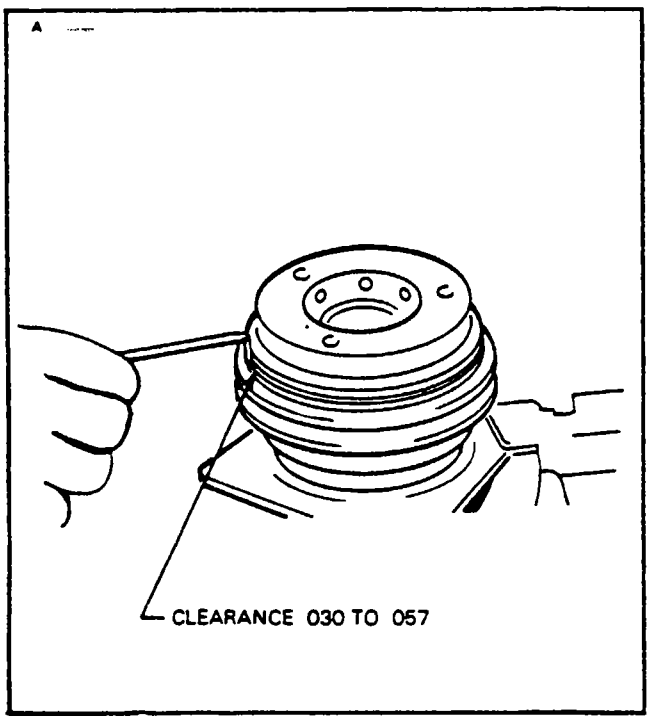

Figure 13-38. Checking Air Gap
k. Install the locknut, using a thin wall socket. Tighten to 15 foot-pounds torque. The air gap between the friction faces should now be between .030 to .057 inch clearance. (Refer to Figure 13-38.)